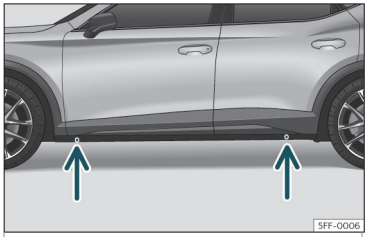

Fig. 38 Puntos de apoyo del gato.
- Busque en el larguero la marca del punto de apoyo del gato (zona hundida) más cercano a la rueda a cambiar ››› **fig. 38**.